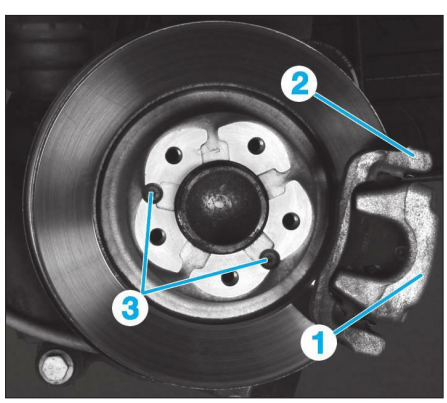

**Fig. 11**
• Sans débrancher le flexible, déposer l'étrier (1) de frein et le suspendre dans le passage de roue. **(Fig.11)**.
• Déposer le support d'étrier (2).
• Déposer les vis (3) puis déposer le disque.